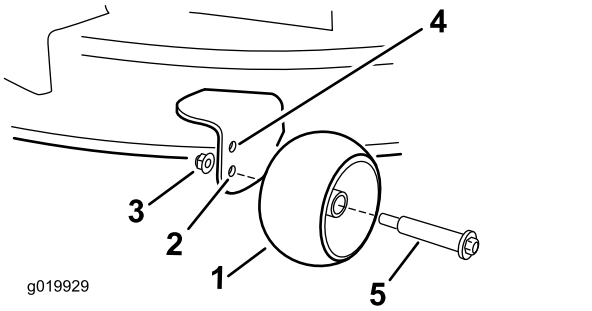

Figuur 29
- Bovenste gat – gebruik deze stand als het maaidek op een maaihoogte van 63 mm of lager staat (Figuur 29).
- Onderste gat – gebruik deze stand als het maaidek op een maaihoogte van 76 mm of hoger staat (Figuur 29).